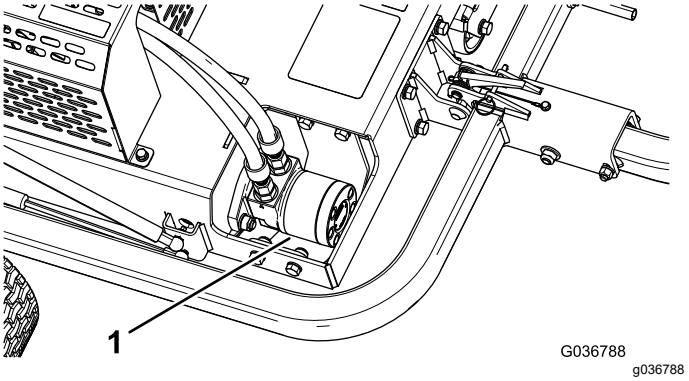

Figur 41
3. Avlägsna smuts och skräp från området runt hydraulmotorn (Figur 41).